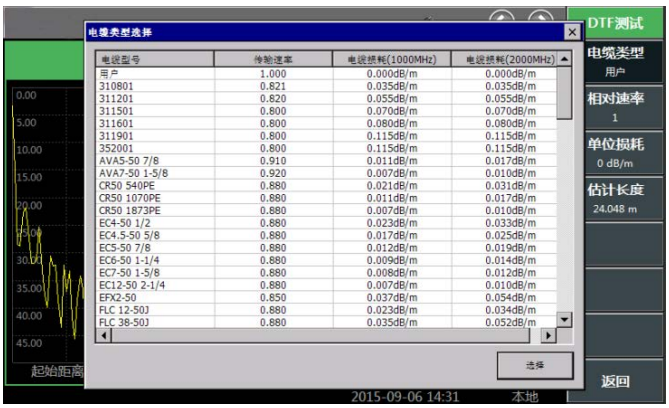

图 4.20　电缆类型调用界面
- 设置电缆类型：选择右侧菜单[DTF 测试]→[电缆类型]软键，可选择电缆类型。4992A 提供了一系列常用电缆型号来供用户调用，如图 4.20 所示。通过触屏、旋转按钮、【↑】或【↓】选择对应的电缆型号，点击[选择]软键或按【确认】硬键完成电缆型号的调用。如此一来，测试仪便会自动根据所选电缆型号去匹配电缆的速度因子及电缆损耗等参数。